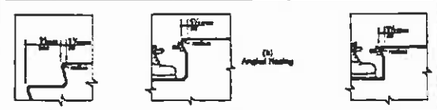

Fig. 18
4.9.2 Treads and Risers. *On any given flight of stairs, all steps shall have uniform riser heights and uniform tread widths. Stair treads shall be no less than 11 in (280 mm) wide, measured from riser to riser (see Fig. 18(a)). Open risers are not permitted.*
4.9.3 Nosings. The undersides of nosings shall not be abrupt. The radius of curvature at the leading edge of the tread shall be no greater than 1/2 in (13 mm). Risers shall be sloped or the underside of the nosing shall have an angle not less than 60 degrees from the horizontal. Nosings shall project no more than 1-1/2 in (38 mm) (see Fig. 18).